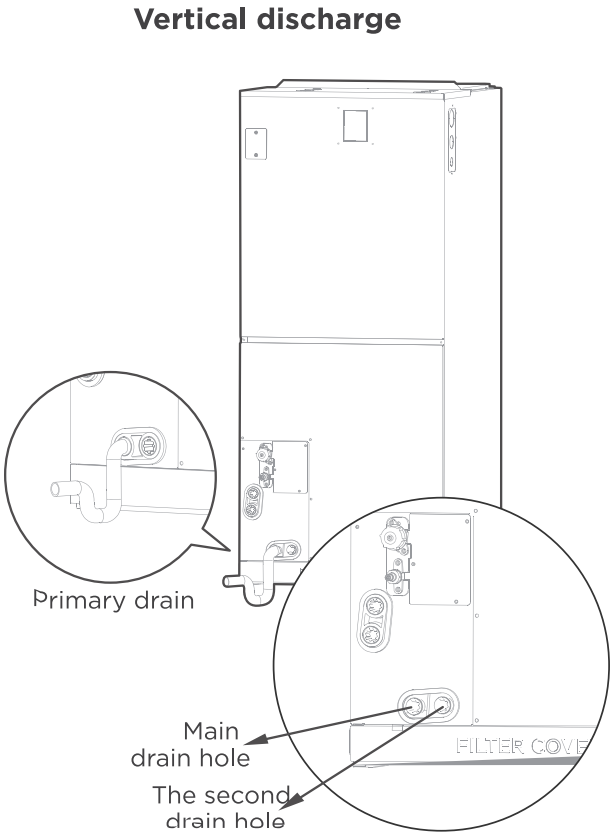

Fig. 24 — Vertical Discharge
- **Figure 24 shows how to trap or plug all drains during vertical discharge.**